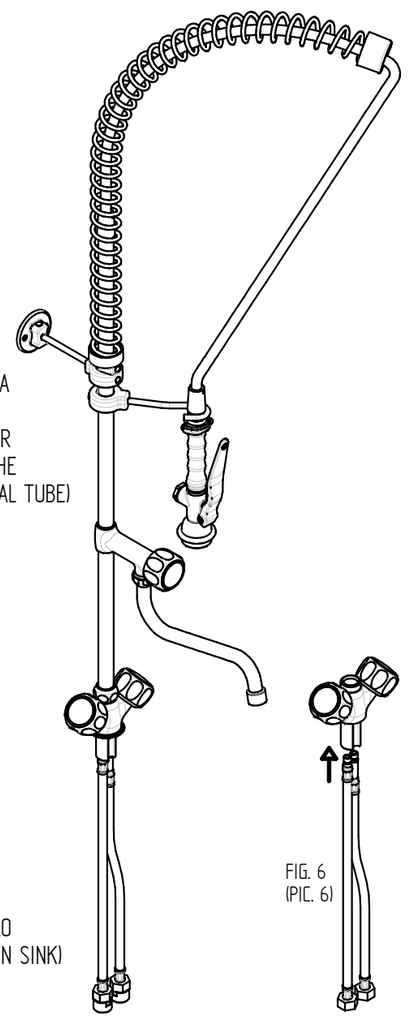

FIG. 6
2)inserire la guarnizione (17) nella sede del corpo. Inserire il corpo (2) nel foro del lavello
3)fissare il corpo (2) da sotto il lavello con il kit ranella +dado (18) e stringere con una chiave da 30
4)fissare i flessibili (19) al corpo (2) (v. fig. 6) facendo attenzione ad avvitali al corpo del rubinetto a mano (non utilizzare chiave di serraggio)
5)collegare i flessibili (19) alla rete idrica
6)fissare il tubo (1) sul corpo (2) (stringere con una chiave da 30)
7)infilare nel tubo (1) il gancio (15) per il fissaggio doccetta,e pre avvitare i grani (16) di fermo